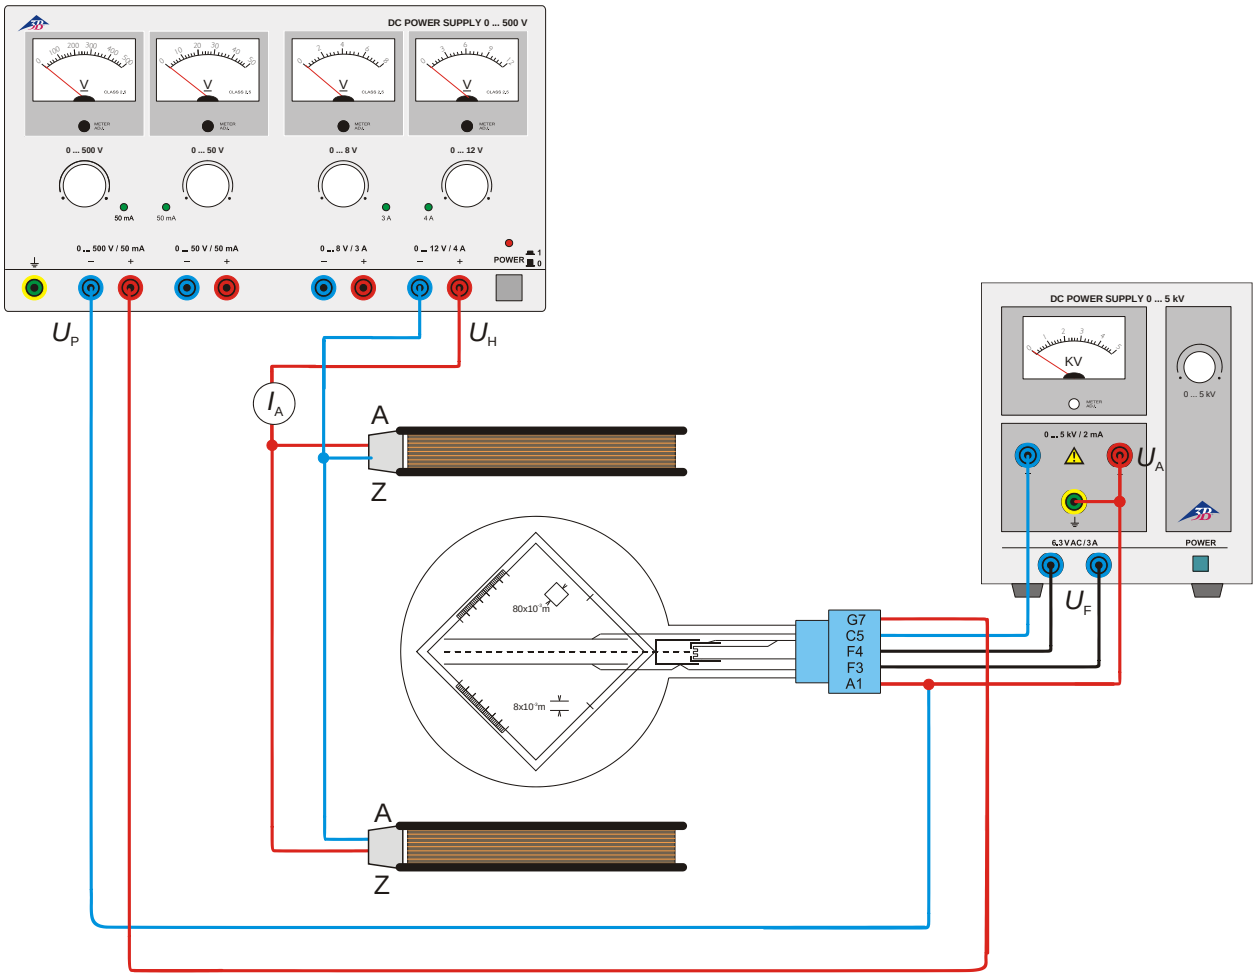

Fig. 4 Bestimmung von *e*/*m* mittels Feldausgleich
- Versuchsaufbau gemäß Fig. 4 vornehmen.